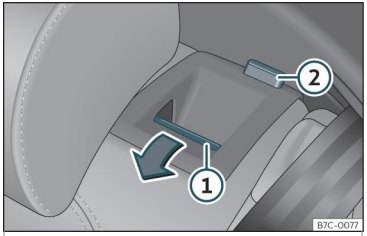

Fig. 106 Sedile posteriore: ribaltare lo schienale.
• Premere il tasto di sblocco››› **fig. 106** ① in avanti e, contemporaneamente, ribaltare lo schienale. Lo schienale posteriore è sbloccato quando si vede la tacca rossa sul tasto ②.
Lo schienale posteriore è sbloccato quando si vede la tacca rossa sul tasto››› **fig. 106** ②.